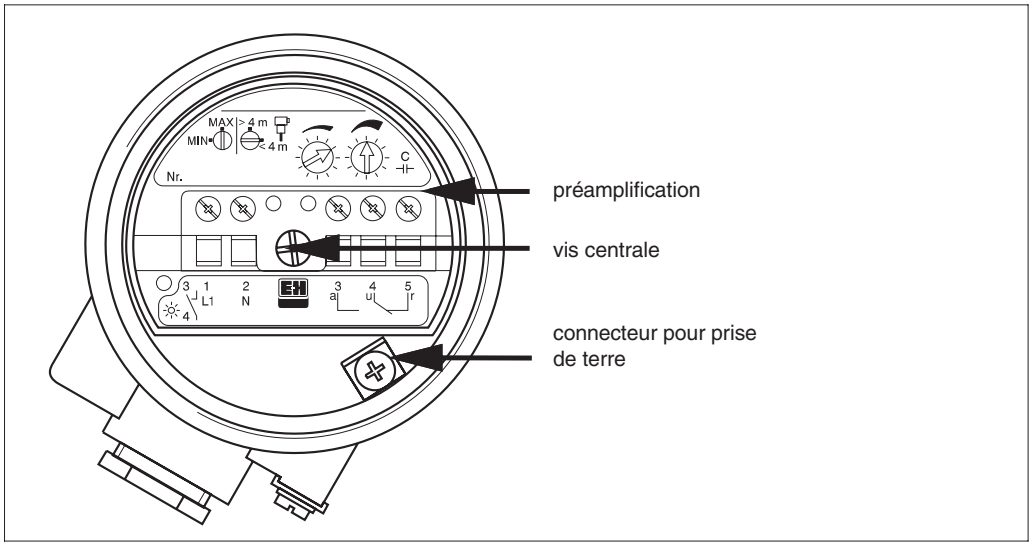

Fig. 15
- dévisser légèrement 3 vis dans le boitier, voir fig. 15